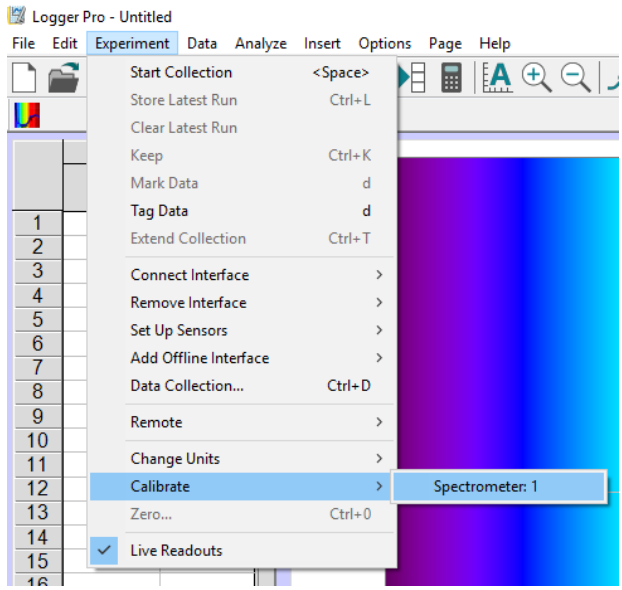

Fig. 2: Spectrometer Calibration
6. To calibrate the spectrophotometer, .go to the Experiment menu and select Calibrate, then Spectrometer (Fig. 2).